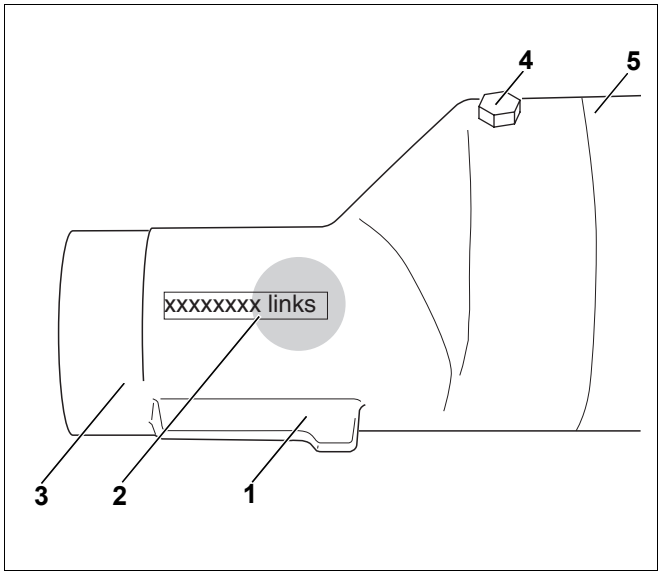

Rys. 24 Łącznik rury zasilającej, lewy
jeżeli łącznik rury zasilającej (rys. 24) zostanie zamontowany niewłaściwie.
- Należy sprawdzić, czy zostały włożone uszczelki (rys. 24, **poz. 3**) łączników.
- Należy zwrócić uwagę na to, aby łącznik lewy (wytłoczone oznaczenie "links" – lewy, porównaj rys. 24, **poz. 2**) został zamontowany w górnej piaście lewego bloku kotła, a łącznik prawy (wytłoczone oznaczenie "rechts" - prawy) w górnej piaście prawego bloku kotła.
- Nałożyć łącznik rury zasilającej (rys. 24) na przedłużkę (rys. 24, **poz. 5**) i skręcić śrubą M5 × 16 (rys. 24, **poz. 4**) z przedłużką.